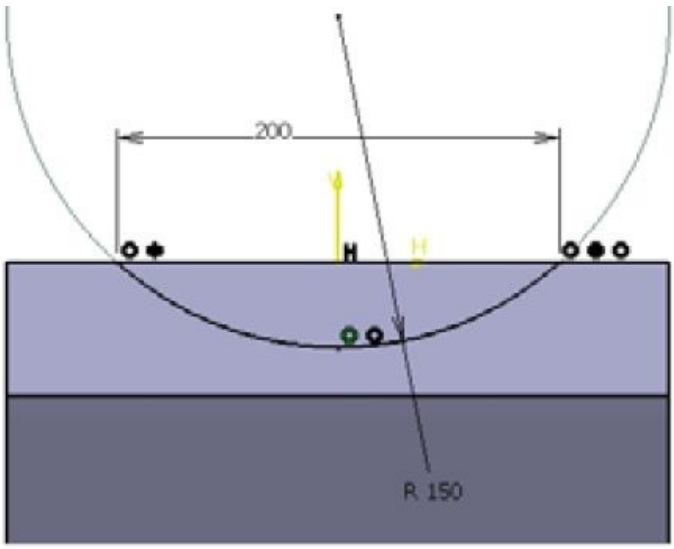

Figure 7-32 *Sketch of the second feature*
b. Create a pocket feature by extruding the sketch drawn on the front face of the base feature, refer to Figures 7-32 and 7-33.
2. Draw the sketch for the second feature, as shown in Figure 7-32, and exit the **Sketcher** workbench.